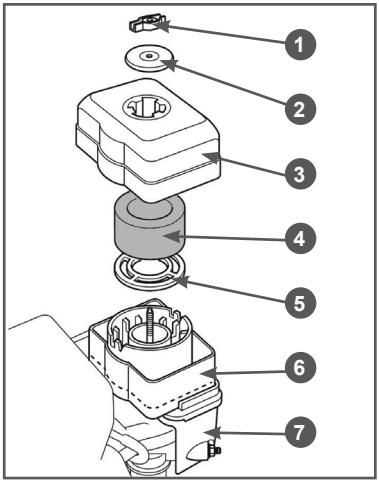
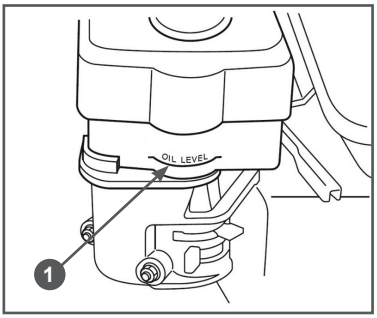

Рис. 20 Подготовка воздушного фильтра
Рис. 21 Уровень масла в масляной ванне воздушного фильтра
1. Открутите барашковую гайку 1, снимите шайбу 2 и крышку 3 воздушного фильтра (Рис. 20).
2. Извлеките из крышки 3 воздушного фильтра поролоновый фильтрующий элемент 4 (Рис. 20).
4. Залейте в масляную ванну 6 (Рис. 20) чистое моторное масло до отметки 1 «OIL LEVEL» на корпусе масляной ванны (Рис. 21).
2. Открутите барашковую гайку 1, снимите шайбу 2 и крышку 3 воздушного фильтра (Рис. 20).
3. Извлеките из крышки 3 воздушного фильтра поролоновый фильтрующий элемент 4 и проверьте его целостность и чистоту (Рис. 20). При обнаружении повреждений фильтрующий элемент необходимо заменить. При наличии загрязнений поролонового фильтрующего элемента необходимо провести его очистку. Подробнее в разделе ОБСЛУЖИВАНИЕ ВОЗДУШНОГО ФИЛЬТРА.
5. Проверьте уровень масла в масляной ванне, уровень масла должен быть по отметку «OIL LEVEL» на корпусе масляной ванны (Рис. 21). При необходимости, долейте в масляную ванну чистое моторное масло до требуемого уровня.